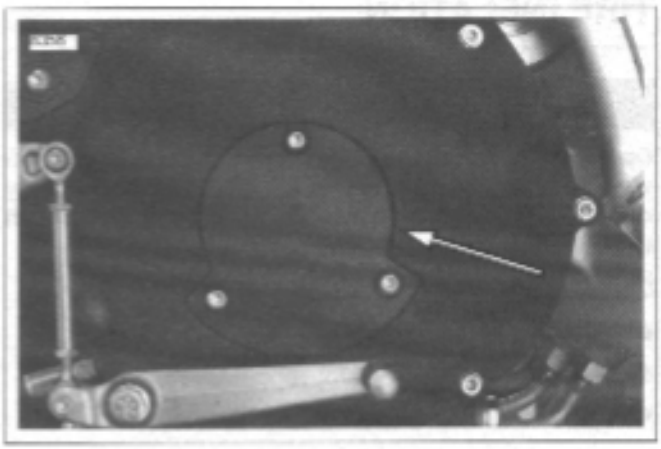

Figure 1-17. Clutch Inspection Cover
6. See Figure 1-17. Install clutch inspection cover tightening three fasteners and washers to 7-9 ft-lbs (10-12 Nm).
3. See Figure 1-17. Remove three fasteners and washers from clutch inspection cover. Remove clutch inspection cover and gasket from primary cover.
c. Tighten jam nut (3) against adjuster (4).
d. Slide boot (1) over cable adjuster mechanism.
8. See Figure 1-17. Install clutch inspection cover and gasket using three fasteners and washers and tighten to 7-9 ft-lbs (10-12 Nm).